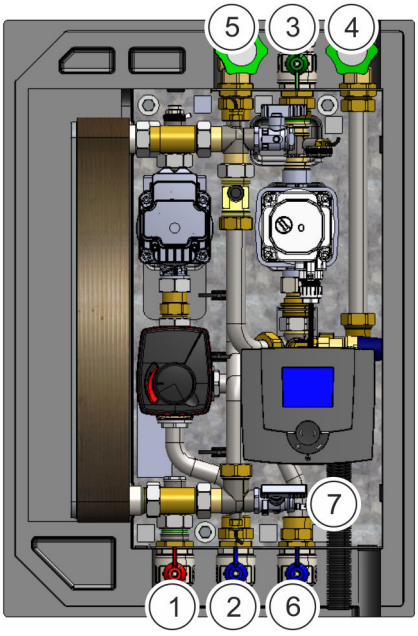

Fig. 22: Allacciamento dei rubinetti
■ Il modulo per acqua calda sanitaria è stato preparato conformemente al Fig. 22.
1. Allacciare la linea di alimentazione principale acqua potabile all'attacco della linea di alimentazione principale acqua potabile (Fig. 22/4).
2. Allacciare la condotta di alimentazione dell'acqua calda all'attacco della distribuzione di acqua potabile (calda) (Fig. 22/5).
3. Allacciare la linea di alimentazione principale (flusso di mandata) del riscaldamento all'attacco primario della linea di alimentazione di calore flusso di mandata (Fig. 22/1).
4. Allacciare la linea di alimentazione principale del riscaldamento (flusso di ritorno) all'attacco del serbatoio centrale (opzionale) (Fig. 22/2).
5. Se presente, allacciare la linea di circolazione all'attacco della circolazione integrata (Fig. 22/3).